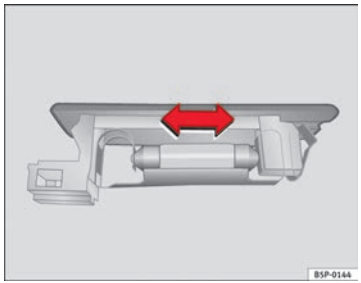

Fig. 171 Luz maletero
– Presione la lámpara lateralmente y extráigala del alojamiento ⇒ fig. 171. ■